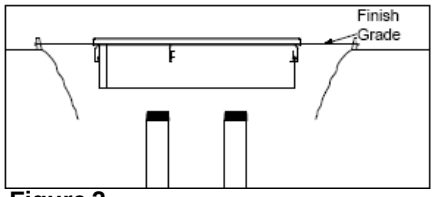

Figure 2
2. Set multi-port manhole assembly (skirt, ring, and cover) to 1 inch minimum (for slope) above the final grade position. The weight of the multi-port assembly must be supported when set into place, this may require a partial backfill and support structure. (See Figure 2.)
NOTE: Add an extra 3-1/4” when using an OPW FSA-400 and add an extra 1 ¾” when using the FSA-400S Face Seal Adaptor. (See Figure 2.) (Offset add extra 6”).Deburr and thoroughly clean riser pipe(s). Apply pipe dope to riser(s). The pipe dope is to be a non-hardening, gasoline resistant, pipe thread seal compound.